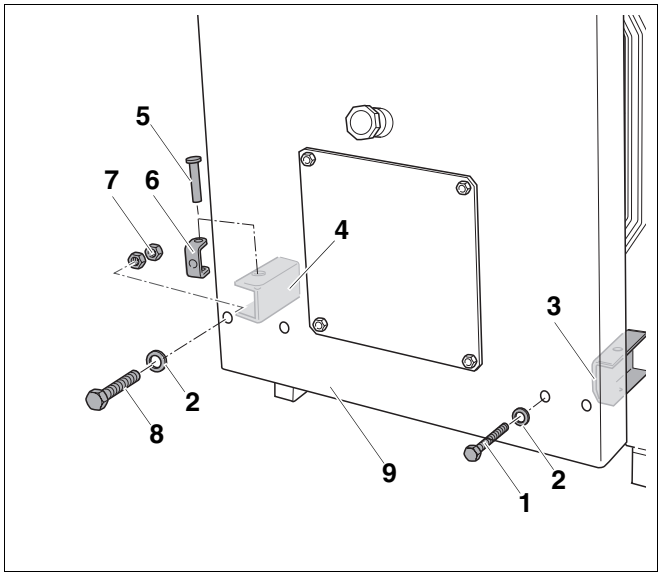

Рис. 10 Установка нижнего шарнира
- Надеть шайбу (рис. 10, **поз. 2**) на болт M16 (рис. 10, **поз. 8**).
- Вставить болт M16 (рис. 10, **поз. 8**) через дверцу горелки (рис. 10, **поз. 9**) в нижний левый шарнир (рис. 10, **поз. 3**).
- Накрутить гайки M16 (рис. 10, **поз. 7**) на болт M16 (рис. 10, **поз. 8**).
- Завернуть болт M16 (рис. 10, **поз. 8**) в шарнирную вилку (рис. 10, **поз. 6**).
При установке шарнирной оси (рис. 10, **поз. 5**) ее головка должна находиться сверху.
- Вставить ось в нижний левый шарнир через шарнирную вилку (рис. 10, **поз. 6**).
- Законтрить болт M16 гайками M16 (рис. 10, **поз. 7**).
- Закрутить болт M12 с шайбой на нижнем правом шарнире в резьбовое отверстие на передней стенке котла (рис. 10).